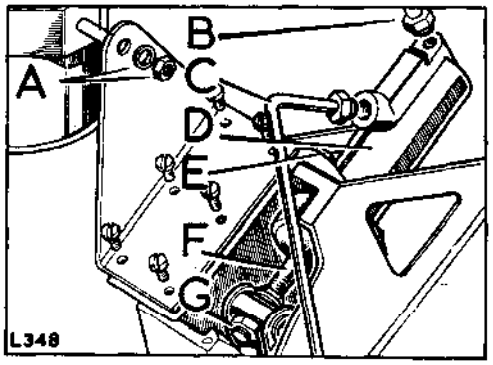

**Fig. B1-28. View of master cylinder and mounting bracket**
5. Fit the fluid pipe/s to the master cylinder. Fig. B1-28 refers.